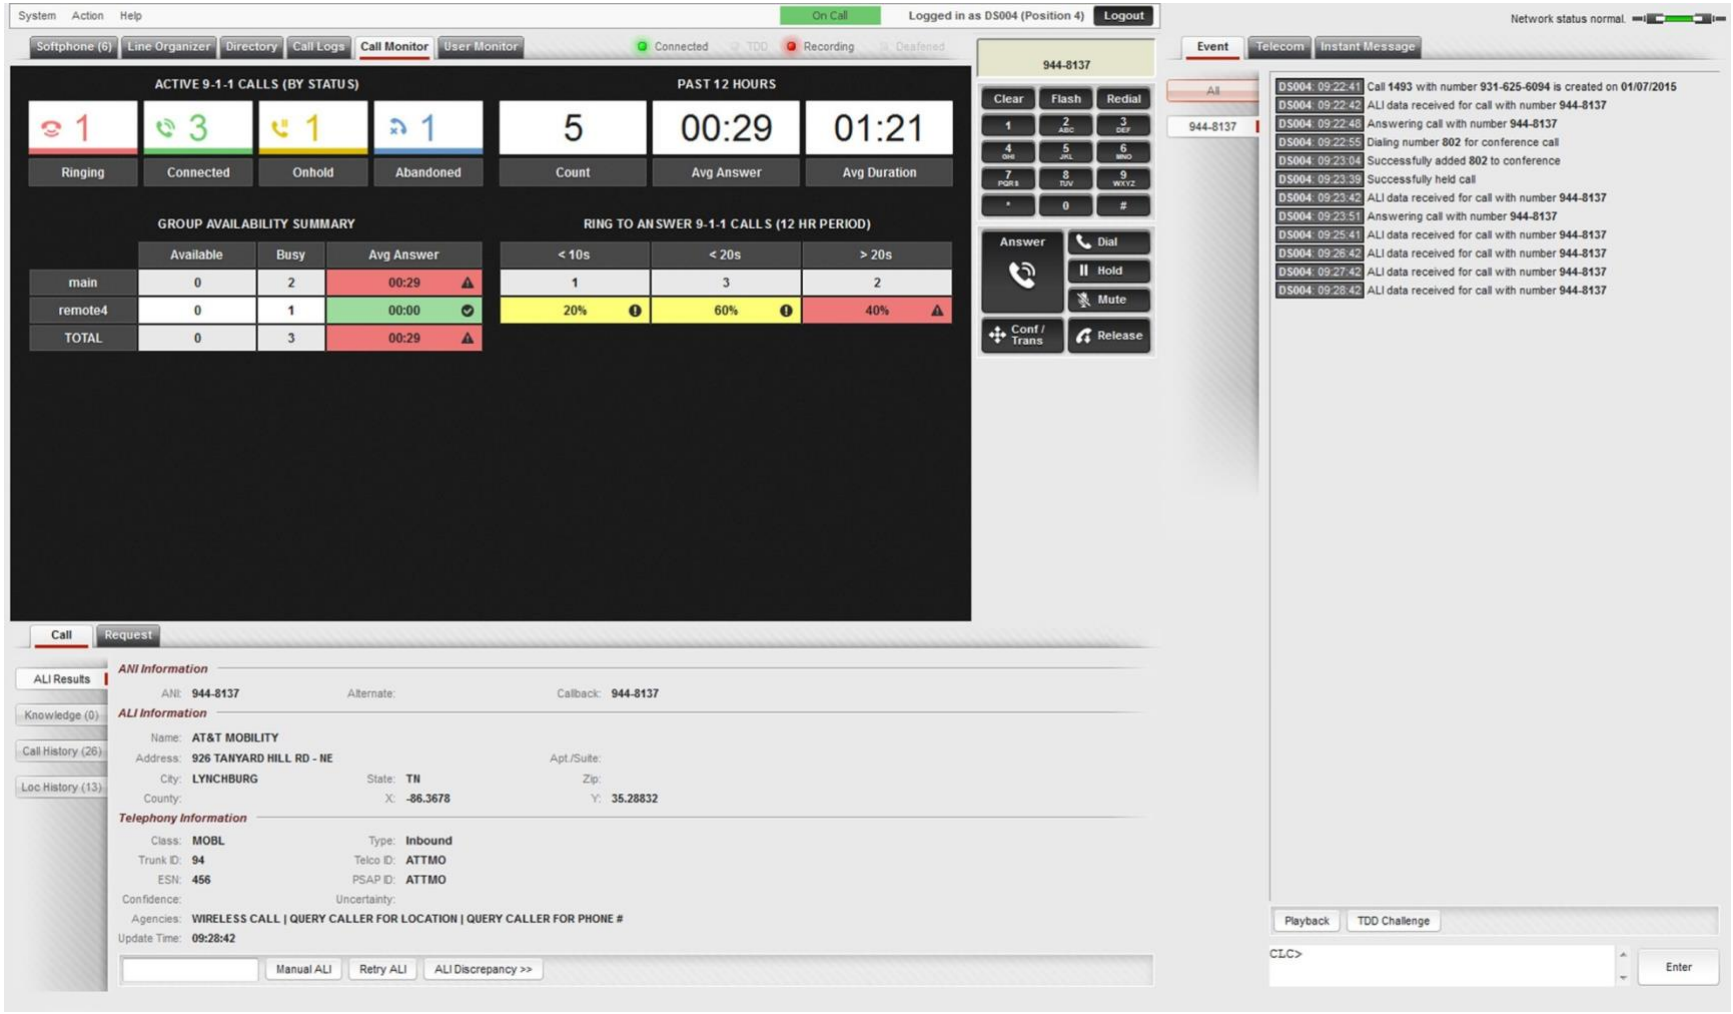

Figure 2-10: CallStation Call Monitor
- **Call Monitor** - The Call Monitor tab displays detailed information such as call counts by status, average call answer time and duration, user status, and more. Figure 2-10 displays the Call Monitor.